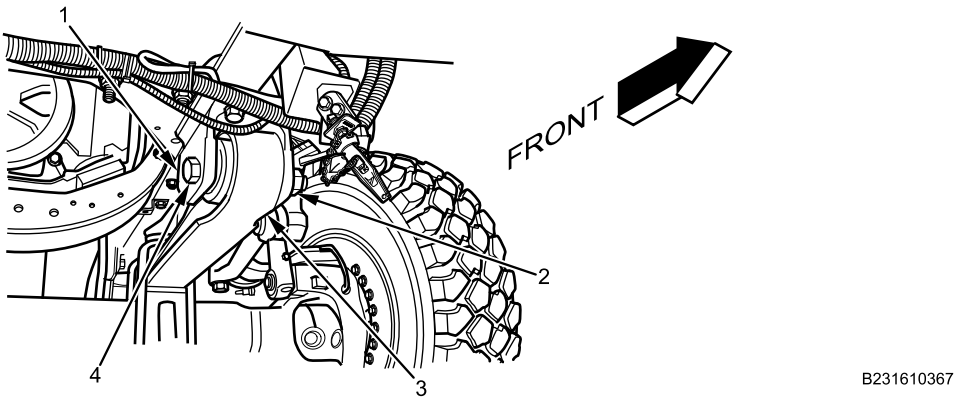

Figure 7. Front Spring Front Bracket.
12. Remove locknut (Figure 7, Item 2), washer, and bolt (Figure 7, Item 4) from front spring front bracket (Figure 7, Item 1) and front spring (Figure 7, Item 3). Discard locknut (Figure 7, Item 2).
13. With assistant, remove front spring (Figure 7, Item 3) from vehicle.